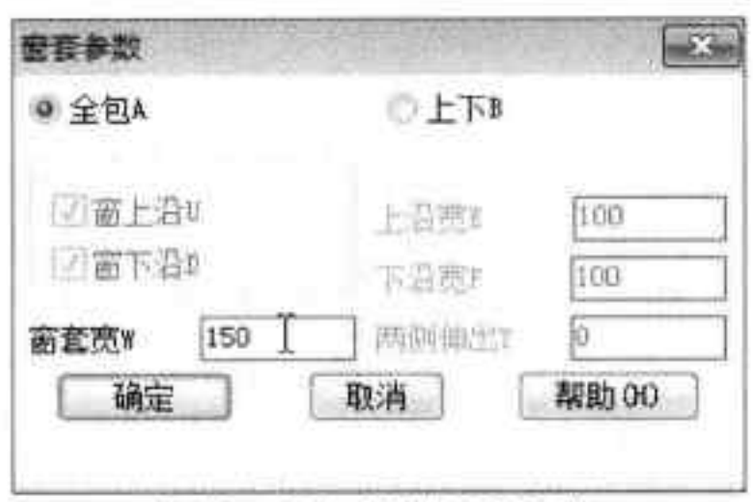

图18-100 设置窗套参数
Step31 在“窗套参数”对话框中，对窗套进行设置，如图 18-100 所示。